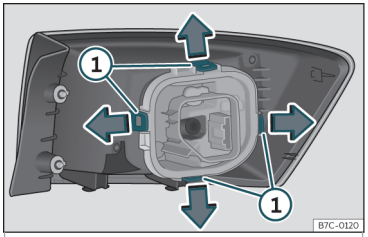

Fig. 50 Clemele de fixare pe partea din spate a lămpii spate.
– Dezasamblați soclul becului prin deblocarea clemelor de fixare›››**fig. 50** ①.